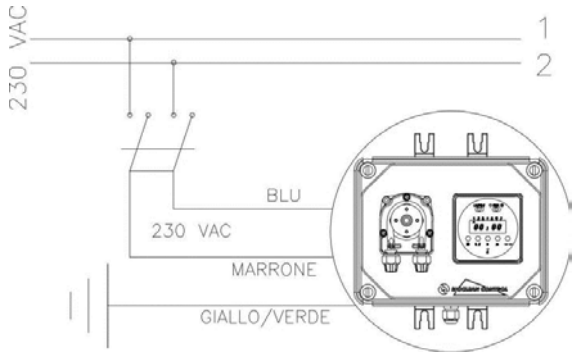

fig. 2
1. **Assicurarsi che la stessa sia disattivata elettricamente (entrambe le polarità) staccando i conduttori dai punti di contatto della rete attraverso l'apertura dell'interruttore onnipolare con distanza minima tra i contatti di mm 3 (Fig. 2).**
1. Assicurarsi che la stessa sia disattivata elettricamente (entrambe le polarità) staccando i conduttori dai punti di contatto della rete attraverso l'apertura dell'interruttore onnipolare con distanza minima tra i contatti di mm 3 (Fig. 2).
b.- Rispettare le norme in vigore nei diversi paesi per quanto riguarda l'installazione elettrica (Fig. 2).